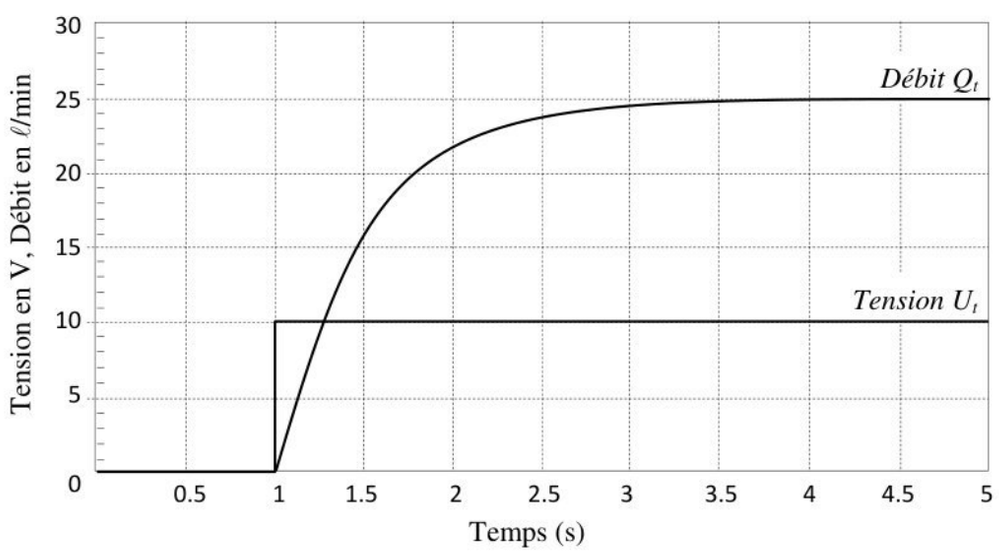

Figure 12 : Débit de la turbine en réponse à un échelon de tension
C.2) En utilisant la figure 12, donner, en justifiant, les valeurs des grandeurs K et τ en précisant leurs unités.